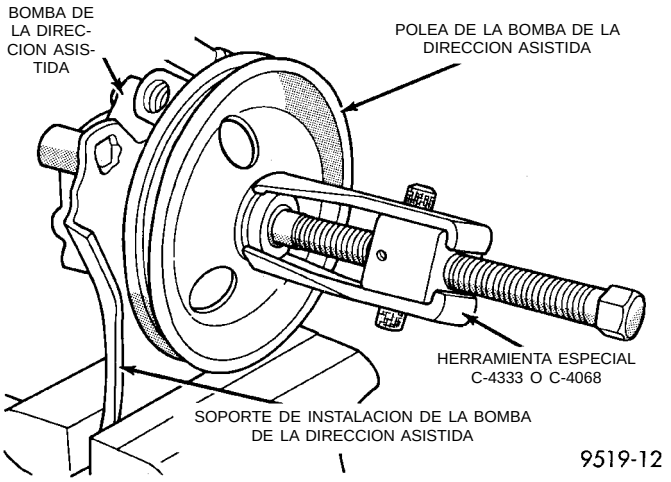

Fig. 36 Desmontaje de la polea del eje de la bomba de la dirección asistida
(2) Instale la bomba de la dirección asistida en una mordaza utilizando el soporte de instalación de la bomba de la dirección asistida (Fig. 36). Instale un extractor, Herramienta especial C-4333 o C-4068 en la polea de la bomba de la dirección asistida (Fig. 36). Retire la polea de la bomba de la dirección asistida del eje de la bomba de la dirección asistida.